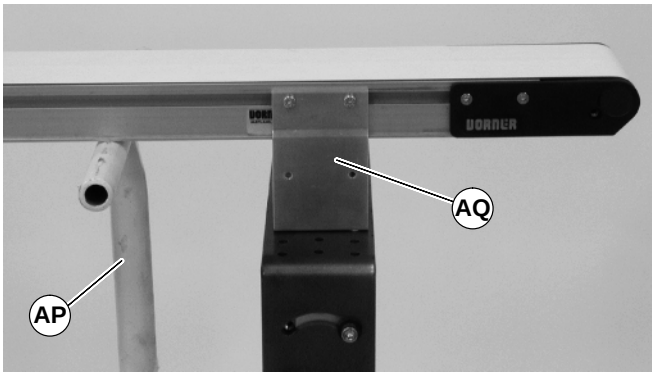

Abbildung 21
8. Tragstützen vorübergehend (AP siehe Abbildung 21) an beiden Enden des Förderbandes platzieren.
9. Die Installationsträger (AQ siehe Abbildung 21) von einer Seite des Förderbandes entfernen. (Die Schritte 3 u. 4 in umgekehrter Reihenfolge wiederholen. Siehe Abschnitt „Installationsträger“ auf Seite 6.)